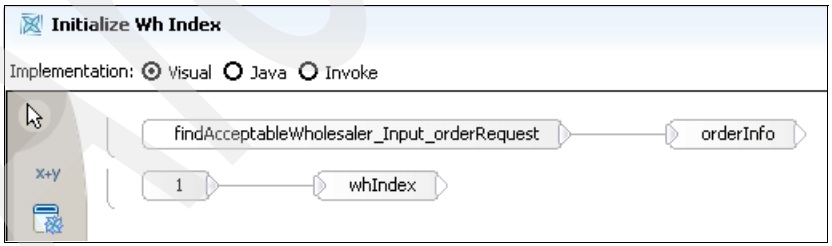

Figure 11-25 Visual snippet for the Initialize Wh Index action
3. Create the visual snippet shown in Figure 11-25.